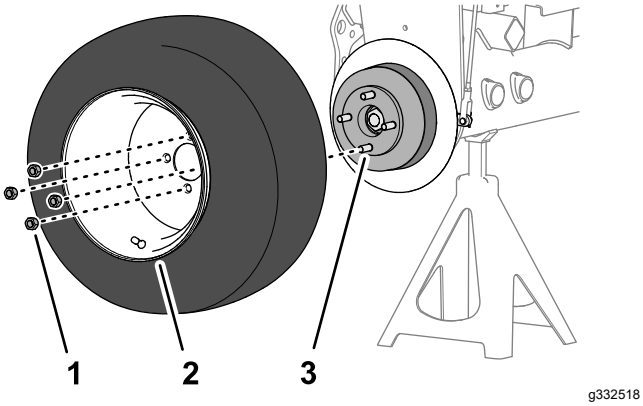

**Figur 76**
1. Ta bort de fyra hjulmuttrarna som fäster framhjulet till navet och ta bort hjulet (Figur 76).